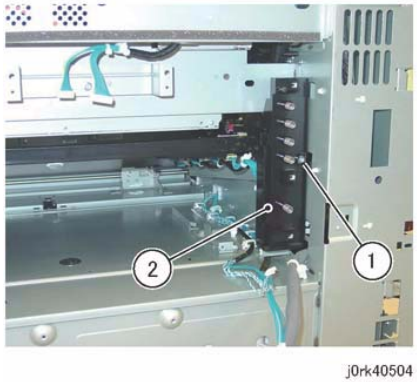

Figure 3 High Voltage Conductor Housing Assy
6. Shift the High Voltage Conductor Housing Assembly. (Figure 3)